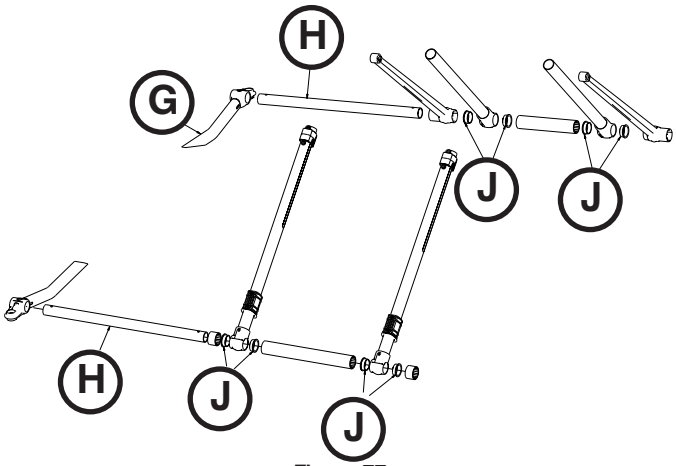

Figure 77
6. Retirer l'ensemble soudé du tube de la base externe (G) sur le côté qui est endommagé. Laisser le côté opposé pour soutenir le châssis en X (Figure 77).
7. Glisser les tubes de la base des pieds (H) dans les pieds du châssis en X pour desserrer le châssis en X (Figure 77).
8. Retirer le tube interne et conserver les douilles (J) pour les réutiliser sur le nouveau tube (Figure 77).